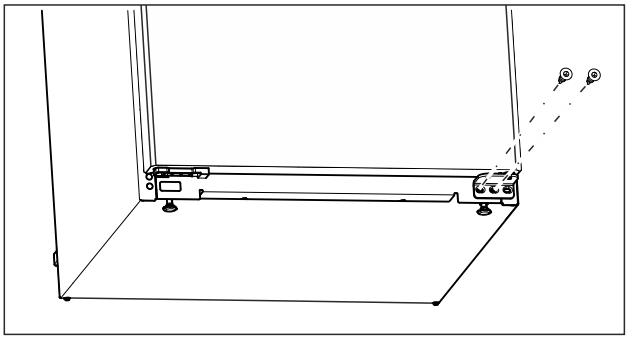

Fig. 10
- ▶ Unscrew the middle screw on the lower swap bearing block with a Torx 20 screwdriver. (see Fig. 10)
▶ Unscrew the inner screw on the lower swap bearing block with a Torx 20 screwdriver. (see Fig. 10)